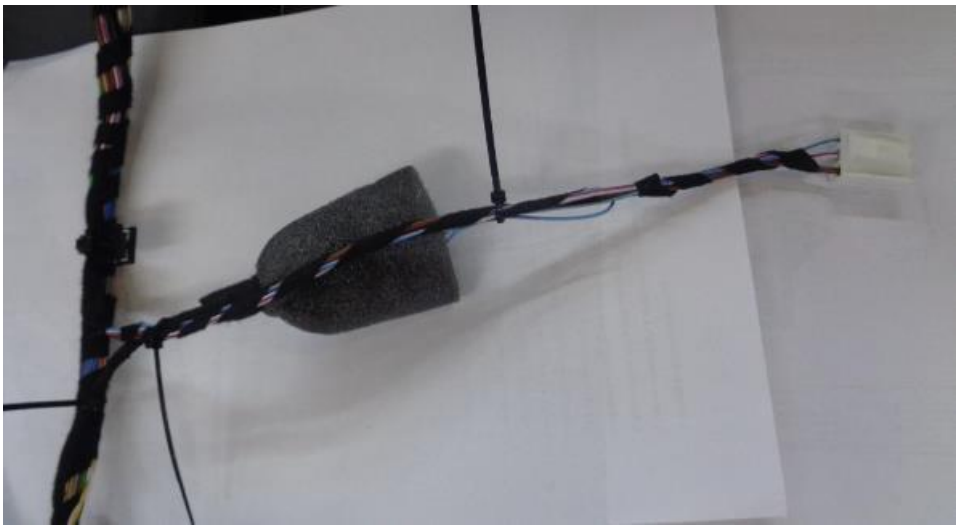

Figure 10
- Refit the foam bag and fit cable ties (*TIP: Cut off the excess cable tie tails*) or apply harness tape in the location shown (Figure 10)